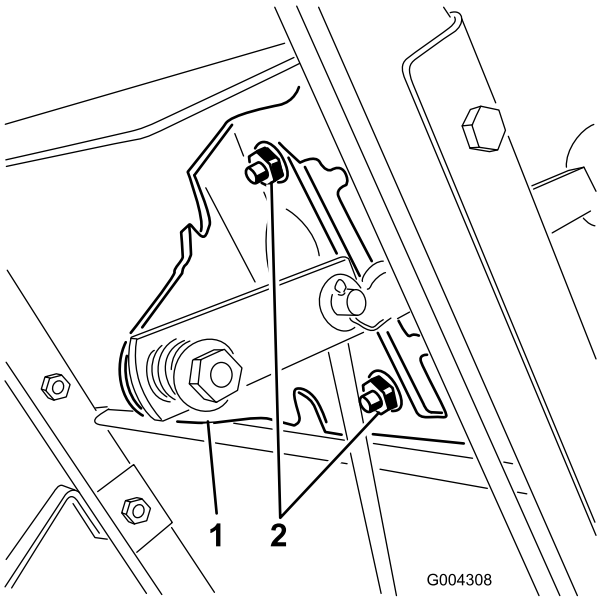
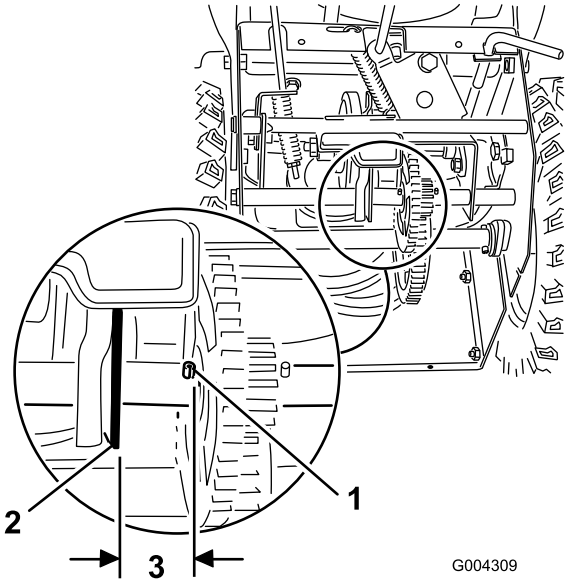

Bild 23
Bild 24
4. Lockern Sie die Bundmuttern, mit denen die Schalthebelplatte am Armaturenbrett befestigt ist (Bild 23).
Hinweis: Der Antrieb sollte sich 3 mm vom Rollstift entfernt befinden. Ist dies nicht der Fall, verschieben Sie die Schalthebelplatte (Bild 23) soweit, bis der Abstand 3 mm beträgt; siehe Bild 24.